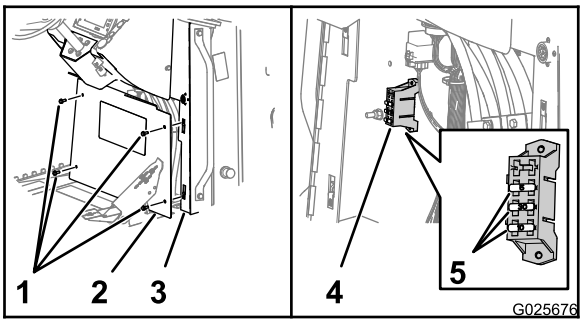

Figura 80
3. Rimuovete i 4 bulloni a testa esagonale flangiata (5/16 x 3/4 poll.) che fissano il coperchio alla console e rimuovete il coperchio (Figura 80).
4. Individuate il fusibile aperto e sostituitelo con un fusibile dello stesso tipo e amperaggio (Figura 80).
6. Allineate il foro sul coperchio con i fermi dei dadi sulle flange della console (Figura 80).